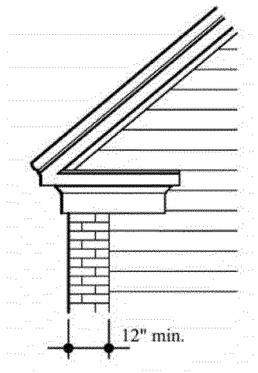

*Figure 12a*
7. Rake returns are required at gable ends and shall have 2' minimum return of cornice trim. See Figures 12a and 12b.
4. Masonry shall return a minimum of 12" on non-frontage side elevations or at an inside corner of a protruding element on the main/entry facade. Masonry returns are encouraged, but not required on rear elevations. See Figure 12a.